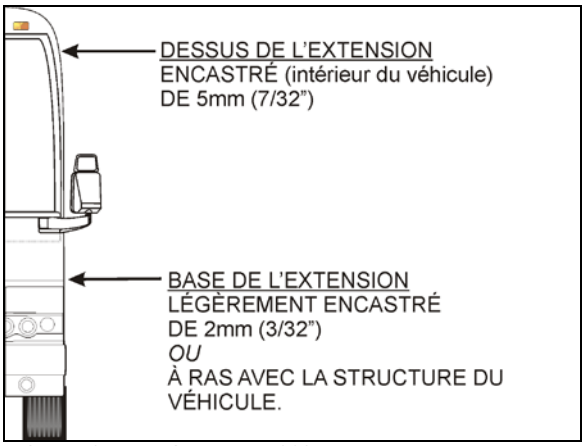

FIGURE 27: AJUSTEMENT 26055
5. En utilisant la vis de niveau numéro 3, régler l'inclinaison pour avoir le haut de l'extension décalé de 5 mm (7/32") (voir Figure 27).